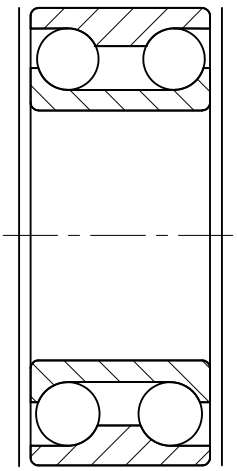

Figure 2-8 *The modified xref BEARING drawing*
3. Open the BEARING drawing and make the changes shown in Figure 2-8 (draw polylines on the sides). Now, save the drawing with the file name BEARING.